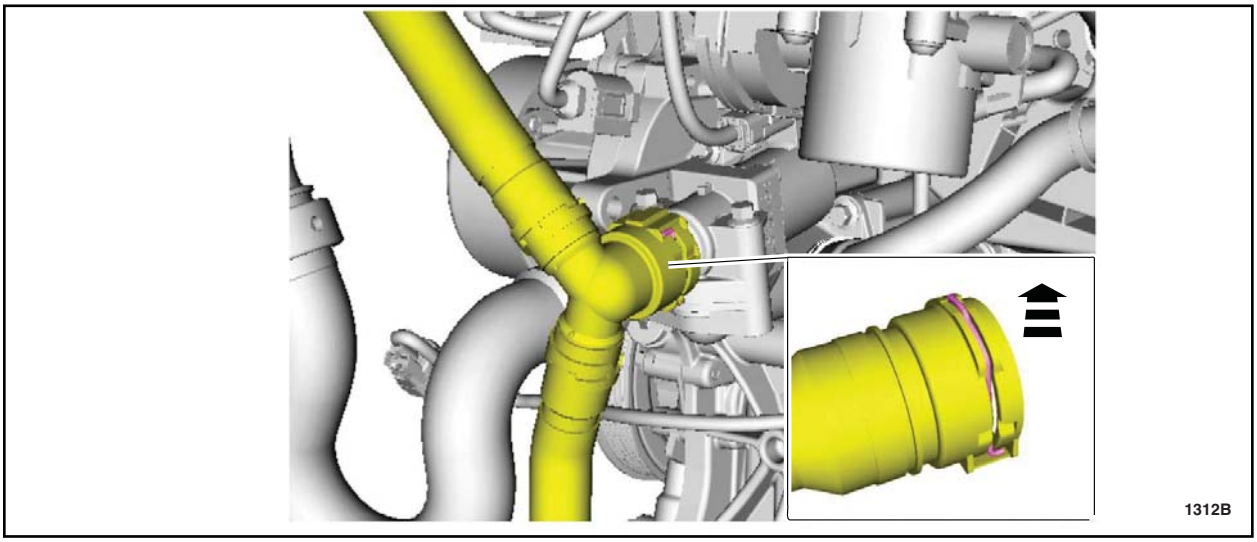

FIGURE I1
2. If not done previously, release the clip and disconnect the quick connect T-fitting from the coolant shutoff solenoid valve. See Figure I1.